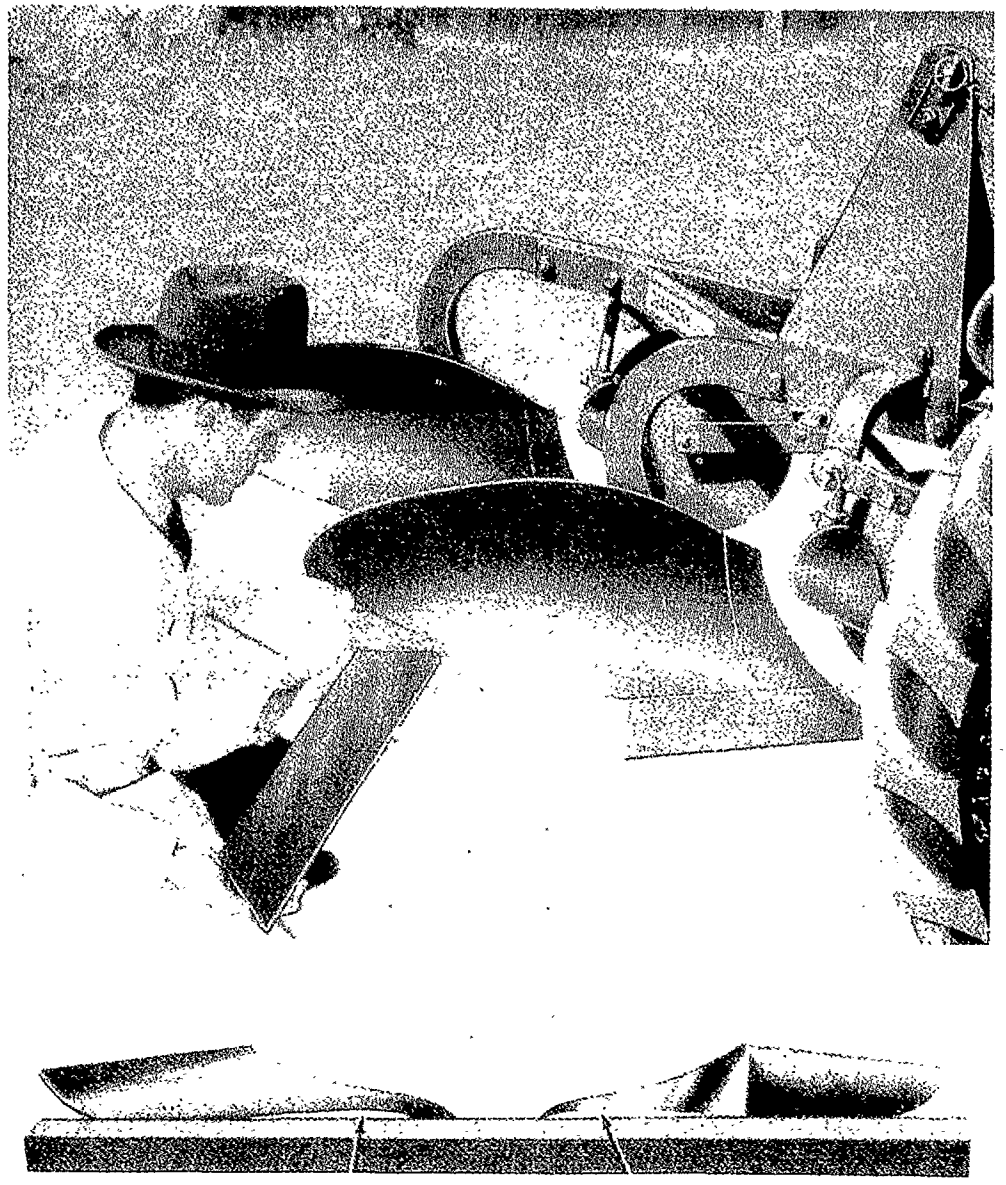

Fig. 80—Plow Shares—Ground Suction and Throat Clearance
(1) Use a clean, well-banked forge fire, and heat ⅓ of the share point to a cherry red temperature. With an anvil and blacksmith hammer, draw the point as near the original shape as possible. Do not continue to work the metal after it has lost its heat.
(2) Heat a 2″ or 3″ length of the cutting edge to a cherry red temperature, and draw it to its original shape, otherwise the share may warp. Continue this step until all of the cutting edge has been sharpened.
(3) Heat the point and set the ground suction at approximately 3/16 inch and the throat clearance at approximately 1/8″ (fig. 80).
(4) To harden soft center shares, heat the cutting edge and quench by slowly moving it in and out of the tempering brine, water or oil. Forged steel shares should not be hardened.